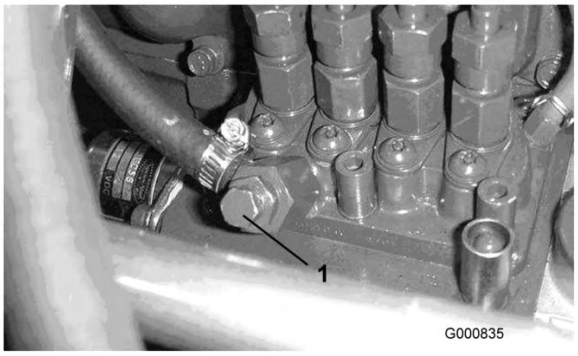

Figura 38
5. Desaperte o parafuso de purga que se encontra na bomba de injecção de combustível (Figura 38).